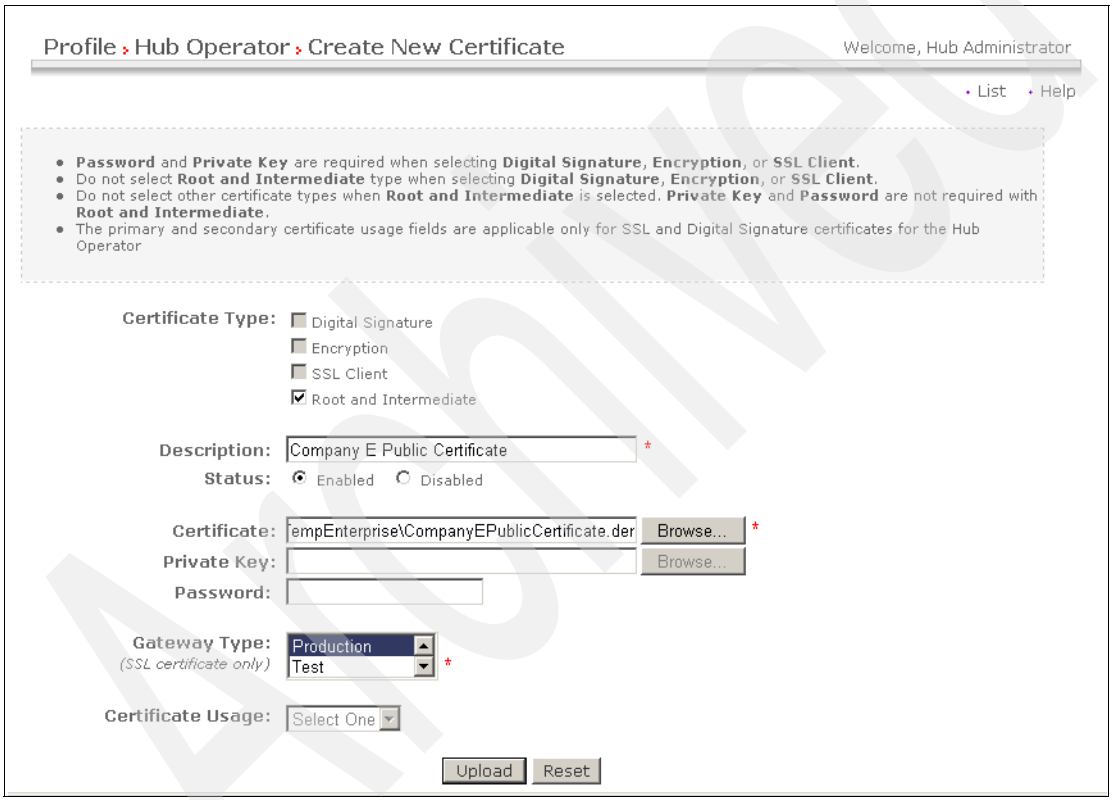

Figure 8-43 Uploading the public key of Company E to Company A
12. In the Create New Certificate window (Figure 8-43), complete these steps: